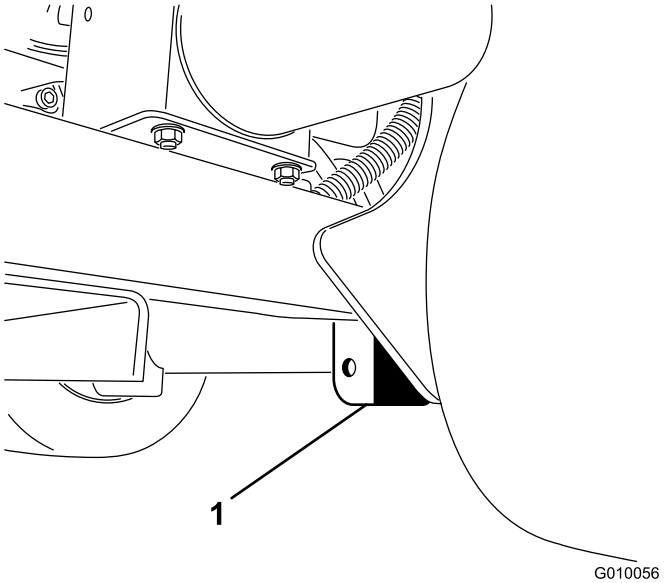

Figur 41
2. Plasser jekken trygt under rammeplaten, rett på innsiden av bakhjulet (Figur 41).